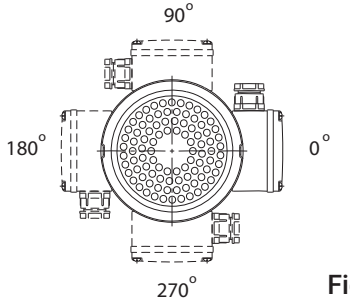

Fig.1
1.6 本產品馬達接線盒為可移動設計，如 Fig.1 所示；調整步驟首先將馬達及泵浦間固定螺絲拆下後再旋轉泵浦至預定位置，再將固定螺絲鎖緊並將風罩裝回即可。